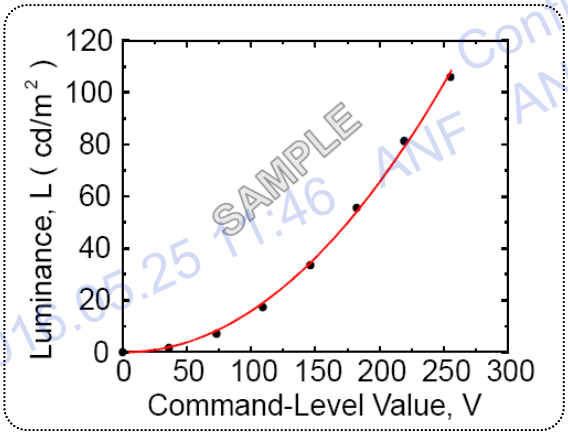
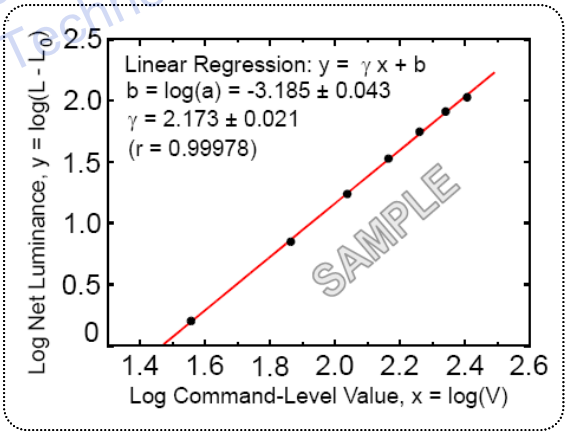

FIG.11 Sample Luminance vs. gray scale (using a 256 bit gray scale)
FIG.12 Sample Log-log plot of luminance vs. gray scale
7. GSR is the rate of gamma shift at up, down, left and right 60 degree viewing angle compare with center gamma. For more information see FIG.11 and FIG.12 ***(By EZ Contrast)***
The GAMMA we calculate from the log-log representation (FIG.11)